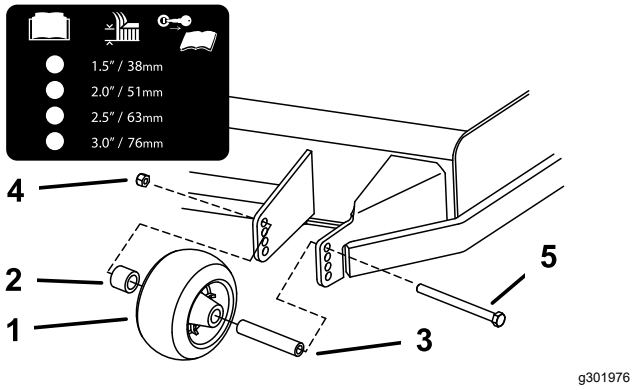

Figura 36
3. Reglai rolele anti-scalp conform indicaiilor din Figura 36.